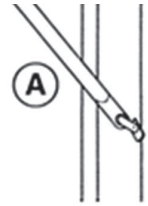

Fig. 3
2. Introducir los cuatro pernos perfilados de seguridad (A, fig. 3);